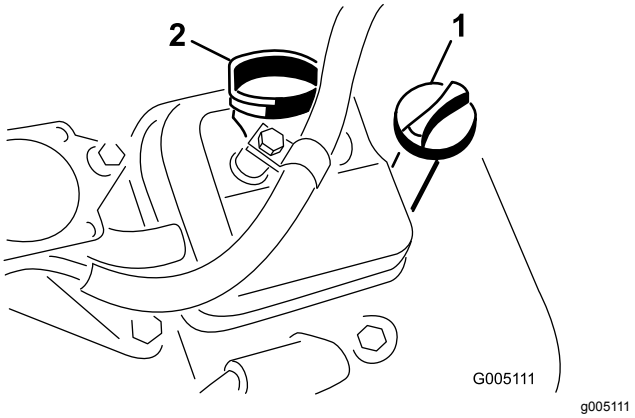

Figur 32
3. Sett peilestaven inn i peilestavrøret og skru den inn i røret (Figur 32).